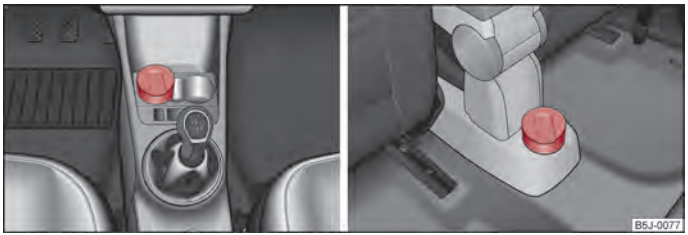

Fig. 64 Consolle centrale: Posacenere anteriore / posteriore
– Estrarre verso l'alto il posacenere ⇒ fig. 64. Durante l'estrazione non tenere il posacenere sul coperchio - pericolo di rottura.